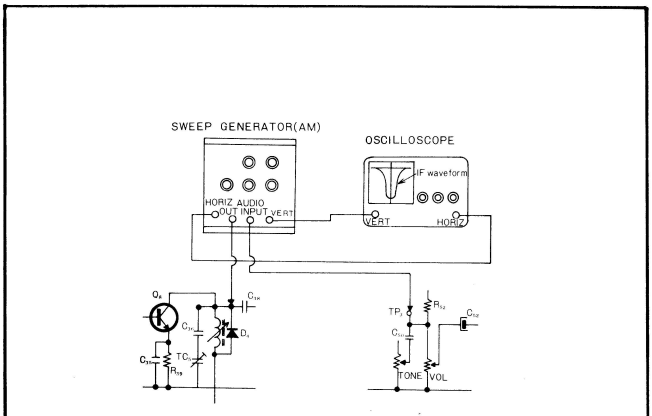

Fig.1
2. When the sweep generator frequency is set to 262.5KHz and its output level is increased, a waveform as shown in Fig.1 is obtained.